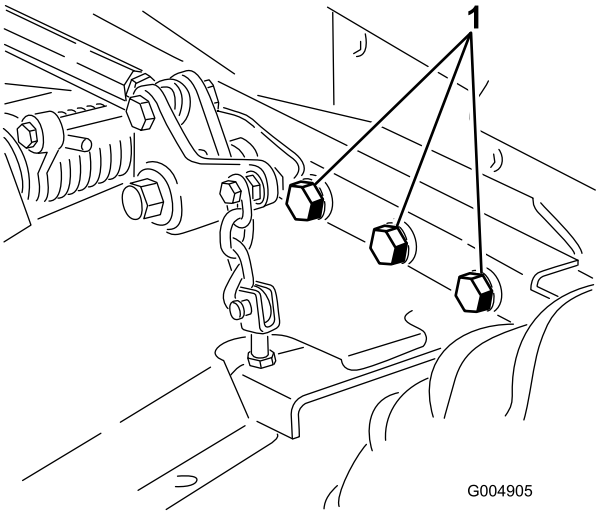

Figur 66
4. Kontroller, at der ikke er løse dele, som skal være fastspændte, og efterspænd dem om nødvendigt. Spænd især de seks bolte, der fastgør plæneklipperskjoldets ramme til traktionsenheden (Figur 66) med et moment på 359 Nm.